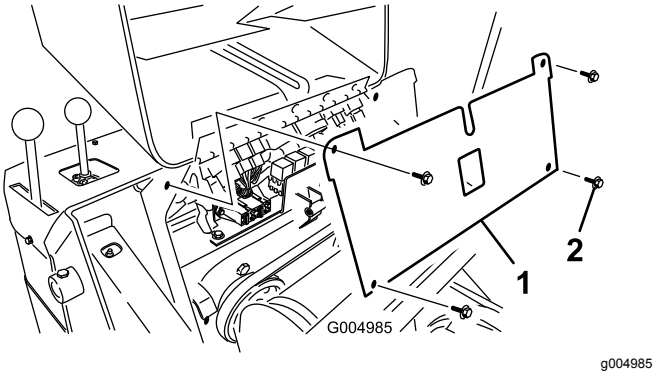

Figur 42
5. Ta bort de fyra skruvarna som håller fast säkringspanelen och dra sedan panelen utåt och uppåt för att ta bort den (Figur 42).